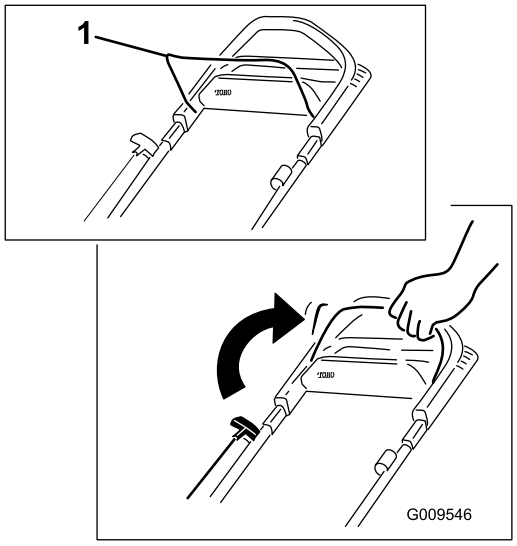

Figuur 17
1. Houd de bedieningsstang van het maaimes tegen de handgreep (Figuur 17).